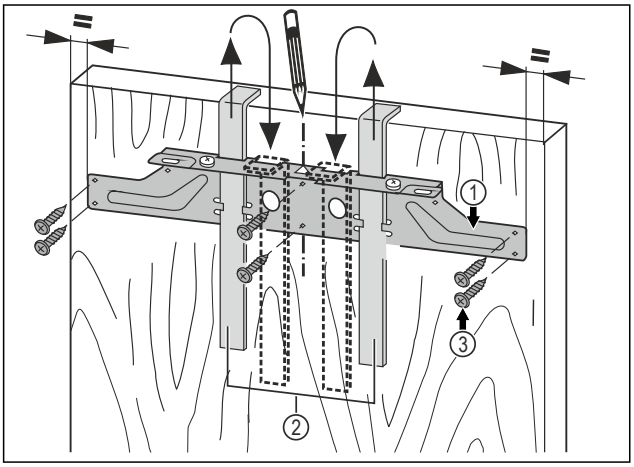

Fig. 44
▶ Навесьте крепежную поперечину *Fig. 44 (1)* с монтажными вспомогательными элементами *Fig. 44 (2)* на внутреннюю сторону мебельной двери.
▶ Выровняйте крепежную поперечину *Fig. 44 (1)* по центру на двери.
▶ Прикрутите крепежную поперечину *Fig. 44 (1)* по меньшей мере 6 винтами *Fig. 44 (3)*.
▶ Прикрутите крепежную поперечину *Fig. 44 (1)* 4 винтами *Fig. 44 (3)* по краю.
▶ Вытяните вверх монтажные приспособления *Fig. 44 (2)* и, развернув, вставьте их в расположенные рядом приемные отверстия.